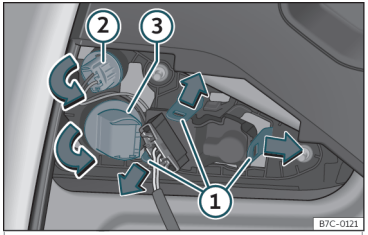

Fig. 50 Desmontar el portalámparas.
– Desbloquee las lengüetas de fijación del portalámparas ››› **fig. 50** ①, o bien, gire el portalámparas hacia la izquierda ② y ③.